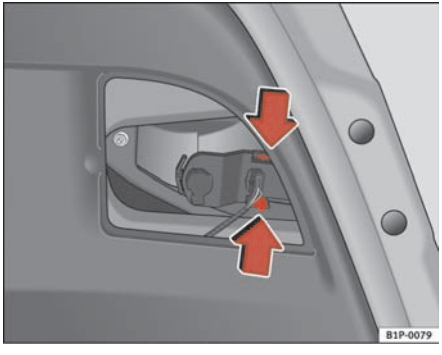

Fig. 165 Removing the lamp holders
– Pull out the lampholder by pressing on the attachment side pieces and extract it outwards ⇒ page 236, fig. 165.